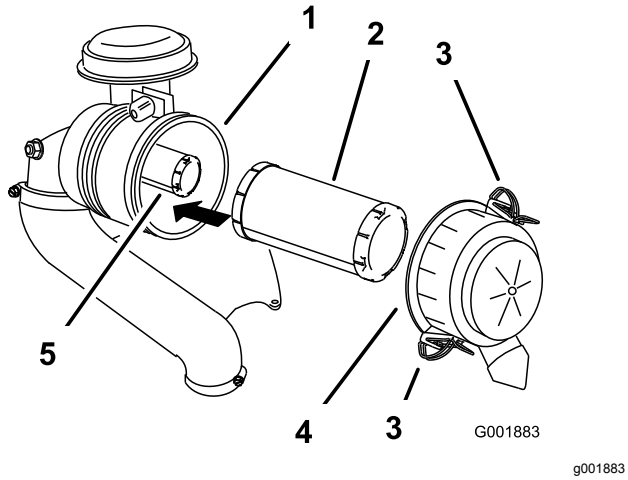

Figuur 56
3. Maak de sluitingen op het luchtfilter los en trek het luchtfilterdeksel van de luchtfilterbehuizing (Figuur 56).
5. Schuif het voorfilter voorzichtig uit de luchtfilterbehuizing (Figuur 56).
2. Als u het binnenste filter vervangt, schuif het dan voorzichtig in de filterbehuizing (Figuur 56).
3. Schuif het voorfilter op het veiligheidsfilter (Figuur 56).
4. Plaats het luchtfilterdeksel en maak de sluitingen vast (Figuur 56).